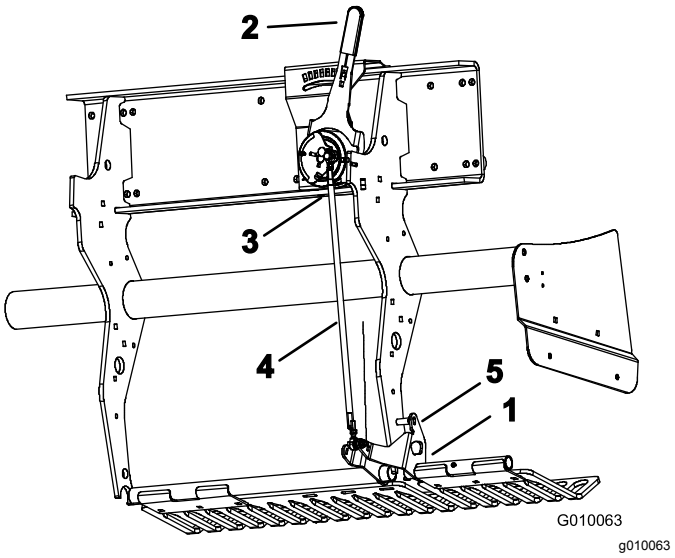

Figur 59
2. Drei festebraketten til venstre verneplate (Figur 59) opp til du kan føre en låsestift, som en 8 mm borestand eller bolt, inn mellom braketten og dybdeinnstillingsrøret som er sveiset på rammen.
3. Flytt pipedybdespaken (Figur 59) til H-innstillingen (dypest).
4. Koble utenbords kulebryteren (Figur 59) fra ledningsfastspenneren (hode lavt-bryteren).
5. Løsne låsemutterne (venstre og høyre) på dybdejusteringens parallellstag (Figur 59).